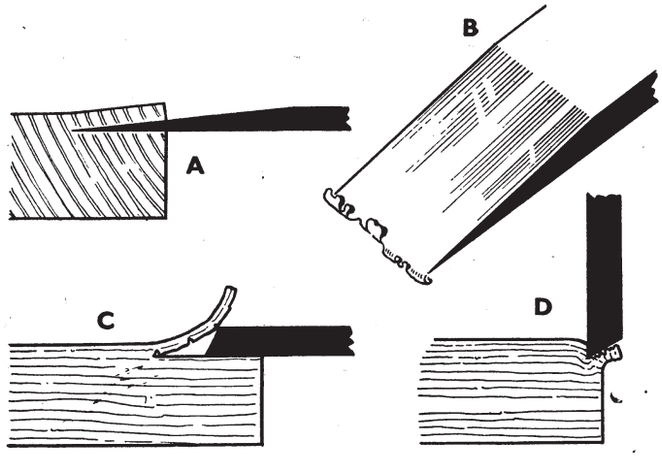

FIG. 2. HOW SHARPENING ANGLE AFFECTS PERFORMANCE
LIKE most things, sharpening edge tools is a matter of compromise. A chisel, say, sharpened at a really low angle would have a fine, keen edge, but it would crumble rapidly in use because it would have little strength. A high angle, although producing a strong edge, would be impossibly laborious to use because of the resistance. The idea is shown in Fig. 2. If only the thin bevel at (A) would retain its edge it would slice its way through the wood. Note how the